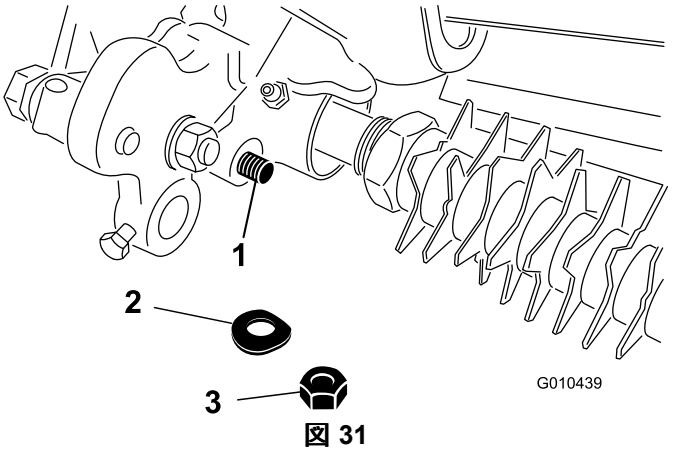

図 31
4. 刈高アセンブリのロッド端部をグルーマ駆動アセンブリに固定しているロックナットとスプリングワッシャを外す図 31。